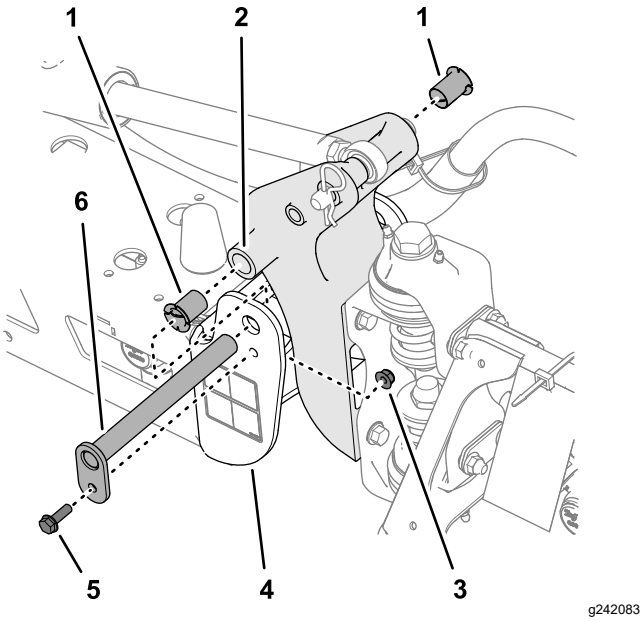

**Figur 120**
3. Lossa skruven och muttern som fäster svängtappen och ta bort tappen (Figur 120).
5. Ta bort nylonbussningarna från fram- och baksidan på tappfästet och undersök dem (Figur 120).
6. Smörj nylonbussningarna med lite olja och montera dem i tappfästet (Figur 120).
7. Rikta in hålen i tappfästet efter hålen i slutkanalen (Figur 120).